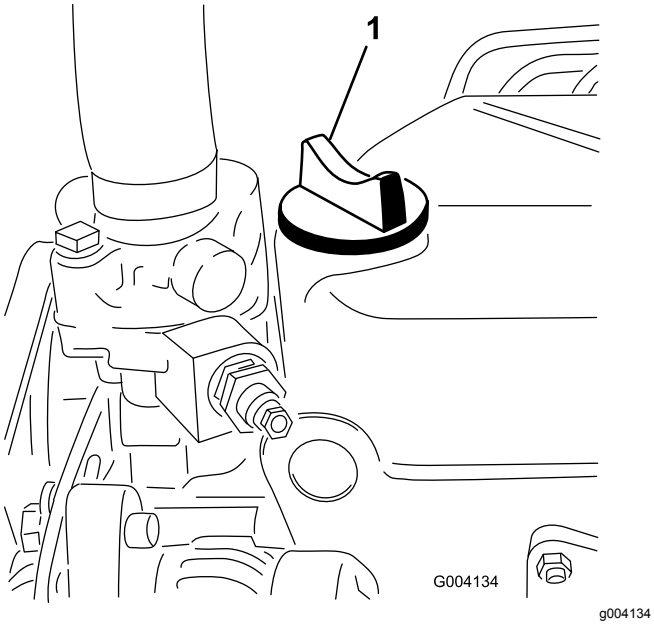

Rysunek 44
5. Jeśli poziom oleju znajduje się poniżej oznaczenia Full, zdejmij korek wlewu oleju (Rysunek 44) i dolej taką ilość, aby poziom sięgał oznaczenia Full na wskaźniku. **Nie przepełniaj zbiornika.**